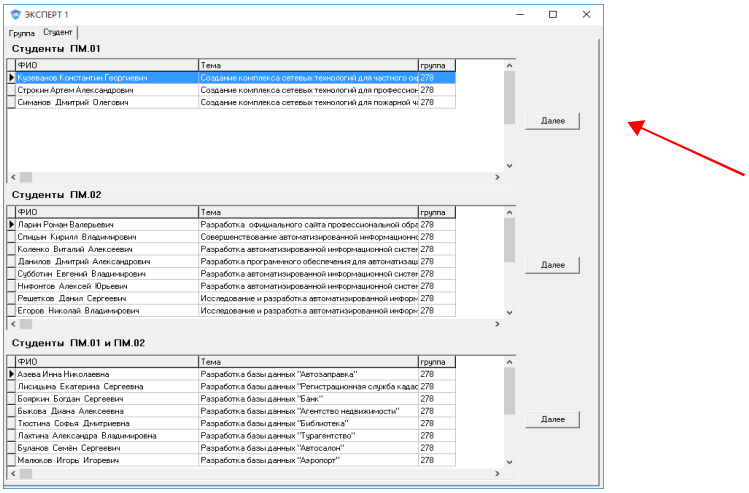

Рис. 5. Выбор студента
5. На вкладке «Студент» выбирается фамилия студента, приглашенного к защите ВКР, нажимается кнопка «**Далее**» (рис. 5).